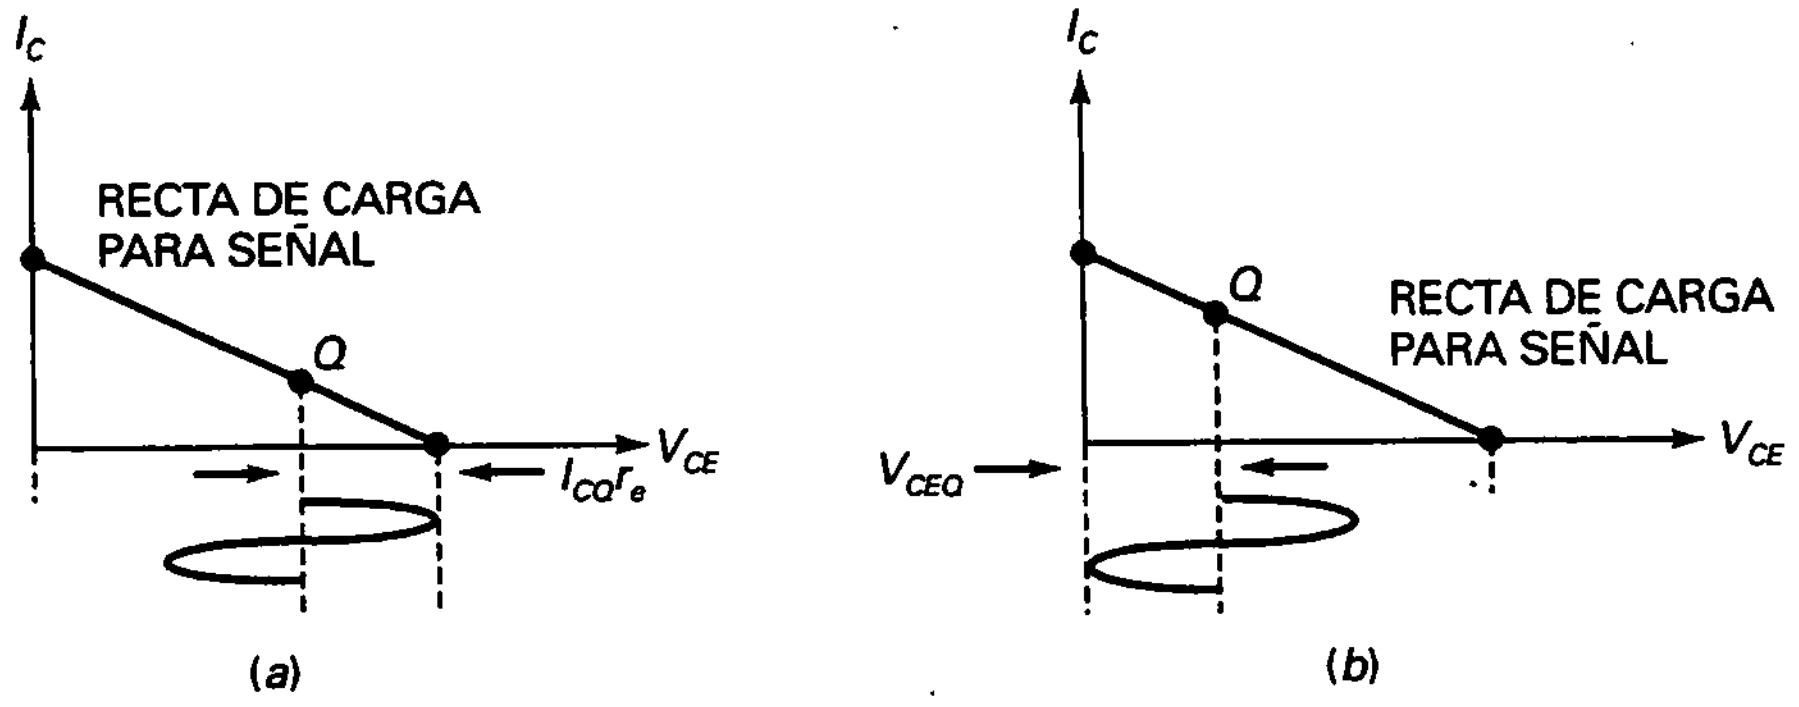

Figura 12-11. Máximas excursiones de pico.
Cuando el punto Q está por debajo del centro de la recta de carga para señal, el pico máximo de la salida (MP) es $I_{CQ}r_e$, como se muestra en la Figura 12-11*a*. Por otro lado, si el punto Q está por encima del centro de la recta de carga para señal, el pico máximo de la salida es V_{CEQ}, como se muestra en la Figura 12-11*b*.